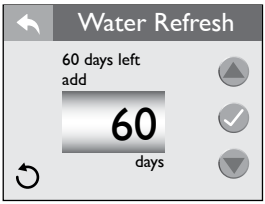

Figure 12.6d
1. From the "Water Care" Menu you can to set the "Water Refresh" timer, Figure 12.6d.